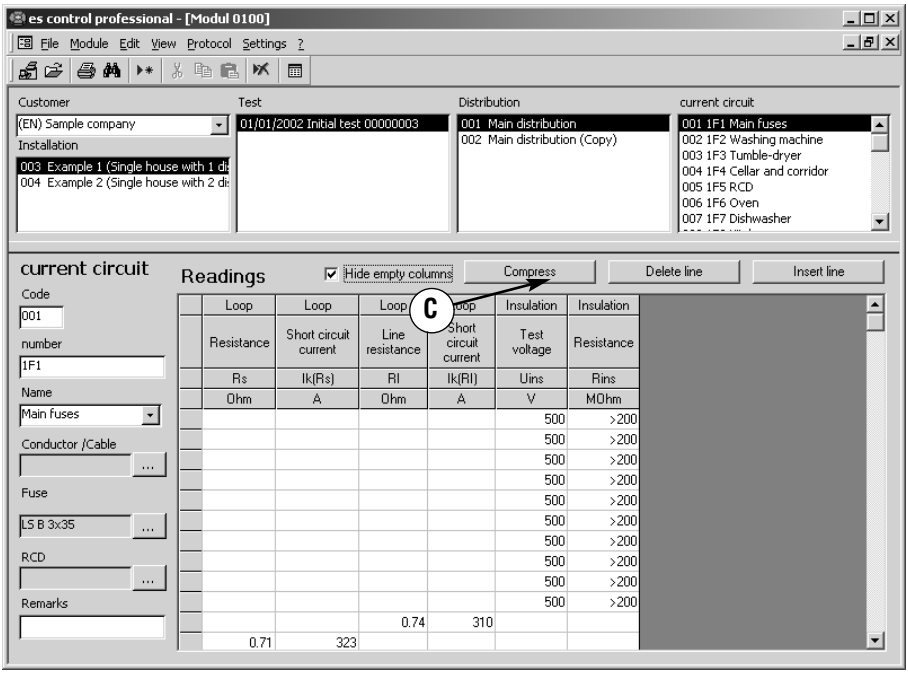

Figure 7.37: "View | Current circuit " window with compressed measurements
- By double clicking the fields in the “**Location**” (A) column an additional designation for a location number (e.g. socket number) can be indicated for each measurement value.
- To hide empty columns click on the marking field ‘Hide empty columns’ (B). The read-in measurement results are presented as shown in Figure 7.37.